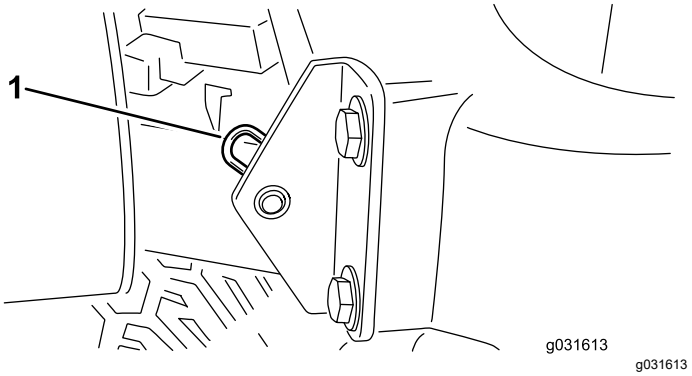

Figur 76
2. Ta bort hårnålssprinten som fäster motorhuvstappen till fästskivorna (Figur 76).